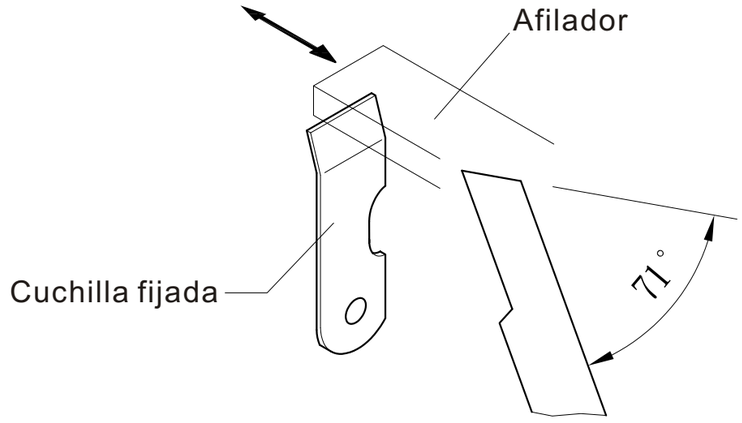

Fig. 25
3. Si la cuchilla no esta afilada, afile la cuchilla fijada con afilador, Sin embargo, la cuchilla movible no debe ser afilada, y solo puede ser reemplazada. Si el movimiento de la cuchilla se choca con el bloque o el espacio anteriormente mencionado es muy ancha. Esto podría causar errores en el rebordeado, lo que significa que el final del hilo no podrá ser Rebordeado. (Fig. 25)